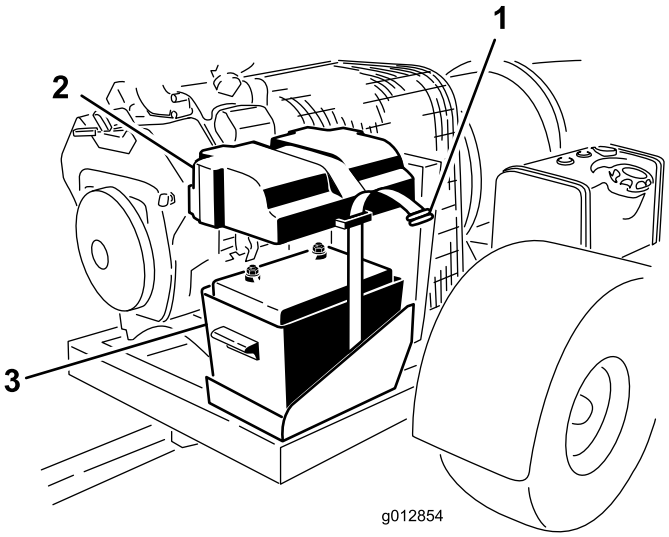

Figur 4
2. Fjern stroppen som fester batteridekselet til batterikassen (Figur 4).